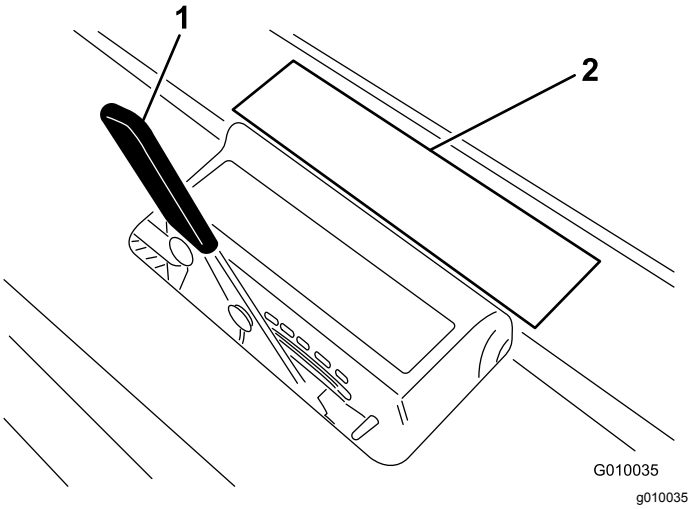

Figur 28
3. Læg tinen på tinedybdemærkaten (Figur 28) med den ene ende flugtende med den ønskede luftningsdybde (se tineskabelonen på mærkaten).